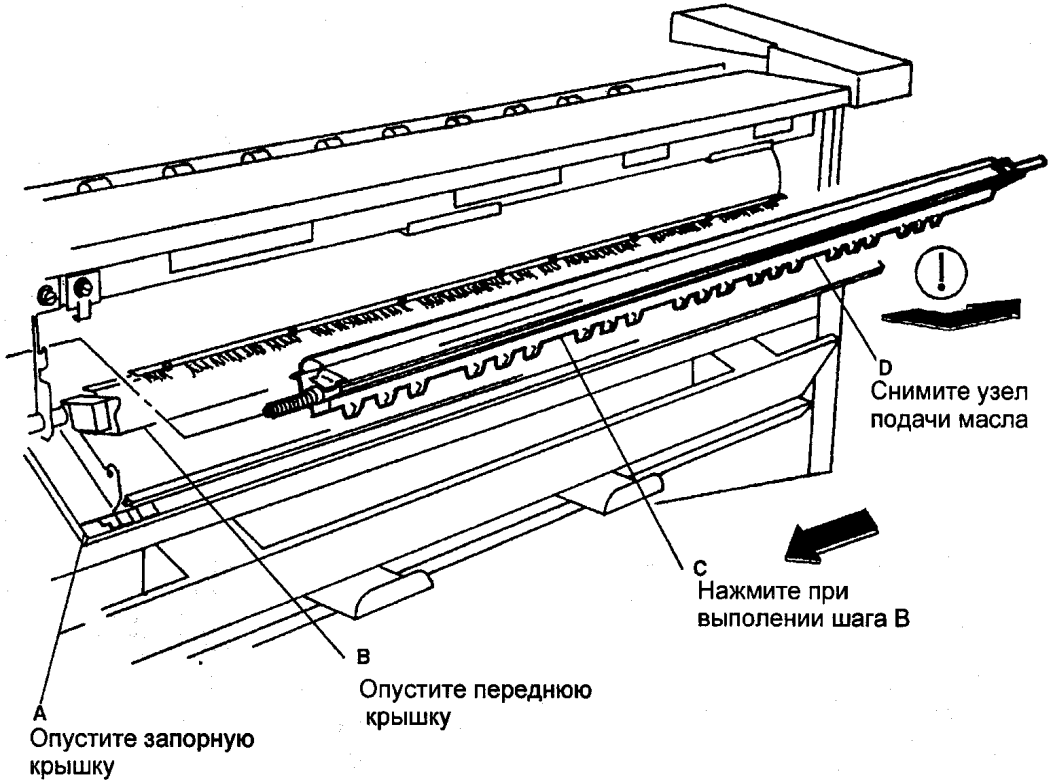

Рис. 6 Снятие узла подачи масла
7. (РИС. 6): СНИМИТЕ УЗЕЛ ПОДАЧИ МАСЛА.